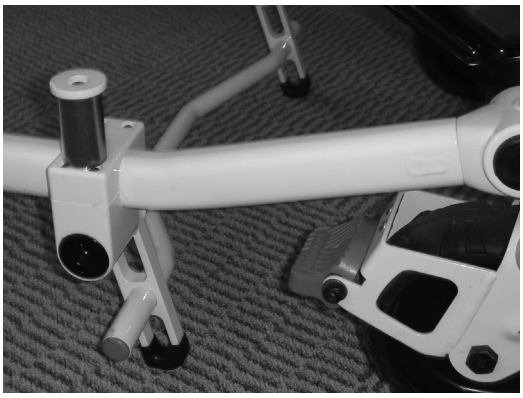

Afbeelding 39
3. Beide bedieners moeten controleren of de voetstandaard in de voorwaarts vergrendelde positie staat zoals getoond in Afbeelding 39.